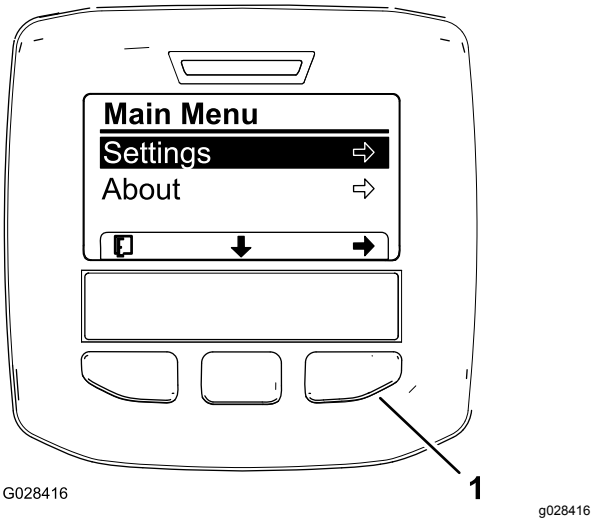
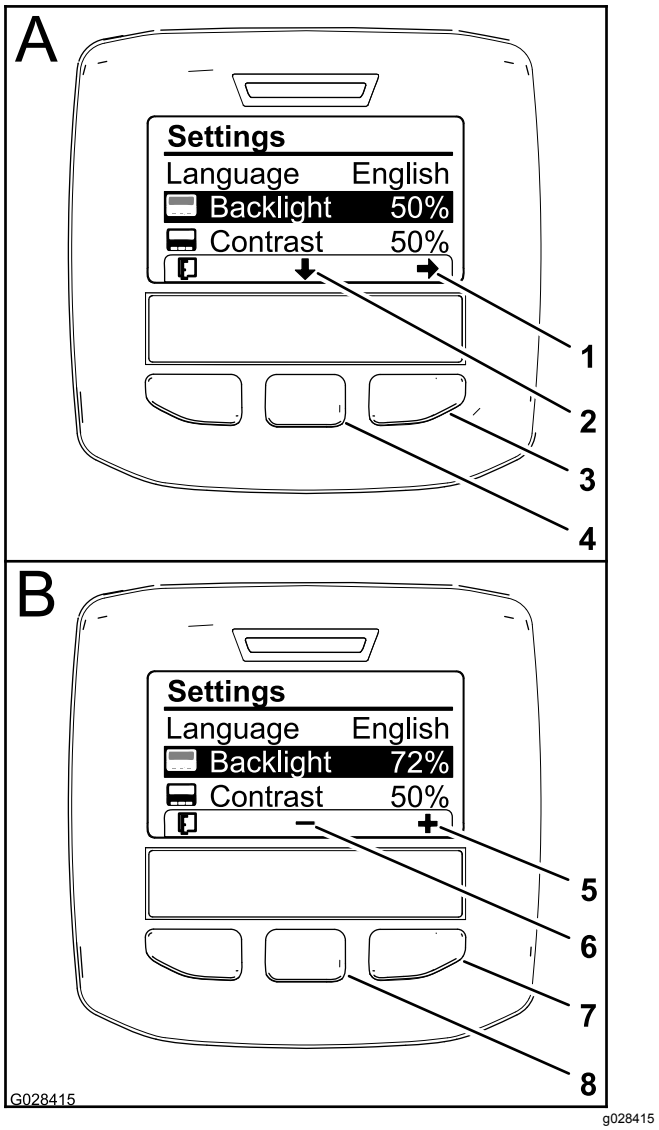

**Rysunek 20**
**Rysunek 22**
3. Naciśnij środkowy przycisk wyboru, aby przejść do menu głównego (Rysunek 20).
5. Naciśnij lewy przycisk wyboru, aby zapisać wybraną opcję (opcje), wyjść z menu ustawień i powrócić do menu głównego (Rysunek 20).
2. Aby wyregulować poziom jasności wyświetlacza, naciśnij środkowy przycisk wyboru (przycisk poniżej ikony strzałki w dół na wyświetlaczu), aż wybrana zostanie opcja Backlight (Jasność podświetlenia) (Rysunek 22).
3. Naciśnij prawy przycisk wyboru, aby wyświetlić ekran ustawiania wartości (Rysunek 22).
4. Używając środkowego i prawego przycisku wyboru, dostosuj poziom jasności wyświetlacza (Rysunek 22).
wybrany poziom, wyjść z menu jasności i powrócić do ekranu ustawień (Rysunek 22).
6. Aby wyregulować poziom kontrastu wyświetlacza, naciśnij środkowy przycisk wyboru (przycisk poniżej ikony strzałki w dół na wyświetlaczu), aż wybrana zostanie opcja Contrast (Kontrast) (Rysunek 22).
7. Naciśnij prawy przycisk wyboru, aby wyświetlić ekran ustawiania wartości (Rysunek 22).
8. Naciśnij lewy przycisk wyboru (przycisk poniżej ikony listy na wyświetlaczu), aby zapisać wybrany poziom, wyjść z menu kontrastu i powrócić do ekranu ustawień (Rysunek 22).
9. Naciśnij lewy przycisk wyboru, aby wyjść z menu ustawień i powrócić do menu głównego (Rysunek 20 oraz Rysunek 22).
10. Naciśnij lewy przycisk wyboru, aby powrócić do ekranu głównego (Rysunek 22).